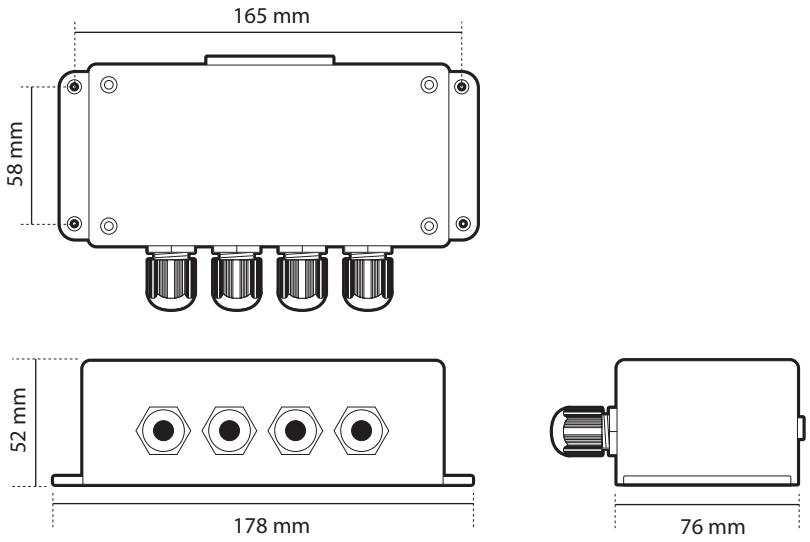

Ilustración 37 Dimensiones de la caja de conexiones
- Debe haber un espacio adecuado alrededor de la caja de conexiones para colocar los cables. Consulte la Ilustración 37 para obtener información sobre las dimensiones de la caja de conexiones.